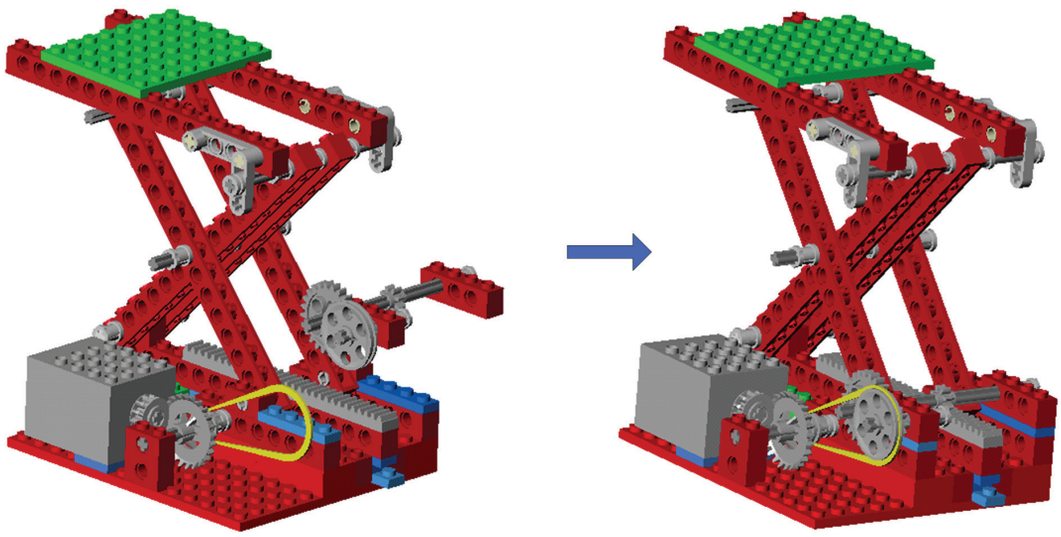

图 4.32　灭火升降台的组装过程
第五步：完成了升降台底座、升降台臂、风扇平台、传动装置及驱动装置的制作后，就可以按照图 4.32 将整个升降台组装起来了。
2. 图 4.32 中电机的旋转运动是怎么被转换成风扇平台的升降运动的？都用到了前面介绍的哪些机构？采用皮带传动的作用是什么？